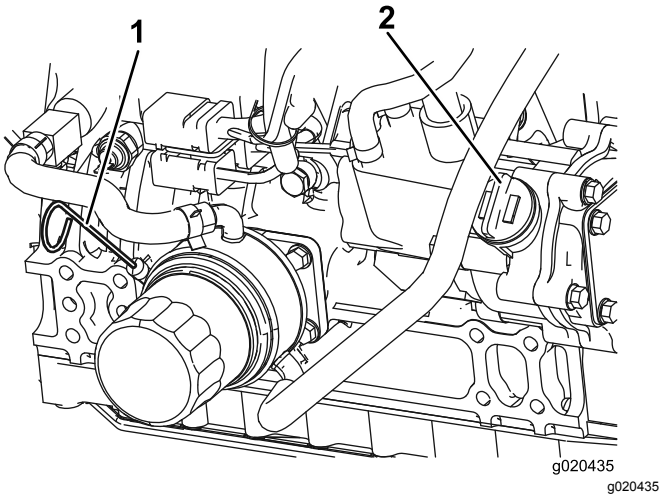

Figuur 58
Opmerking: Het oliepeil moet zich in de veilige zone bevinden (Figuur 58).
4. Als het oliepeil zich onder de veilige zone bevindt, verwijdert u de vuldop (Figuur 58) en vult u bij met olie totdat het oliepeil de vol-markering bereikt. **Niet te vol vullen**.